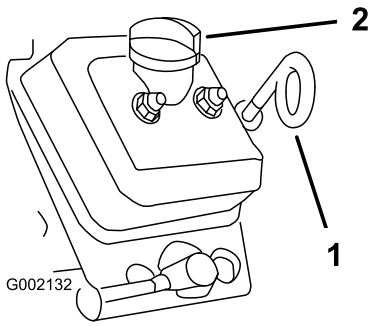

Figur 44
8. Rengjør rundt oljepeilestaven, påfyllingslokket og påfyllingshalsen, og ta ut peilestaven (Figur 44).
9. Fjern påfyllingslokket og hell den spesifiserte oljen inn i påfyllingshalsen til oljenivået når opp til Full-merket på peilestaven (Figur 44).
10. Sett peilestaven helt ned i peilestavrøret, ta ut peilestaven, og kontroller oljenivået (Figur 44).
11. Sett peilestaven inn i peilestavrøret og påfyllingslokket i påfyllingshalsen til peilestaven og lokket sitter godt på plass (Figur 44).